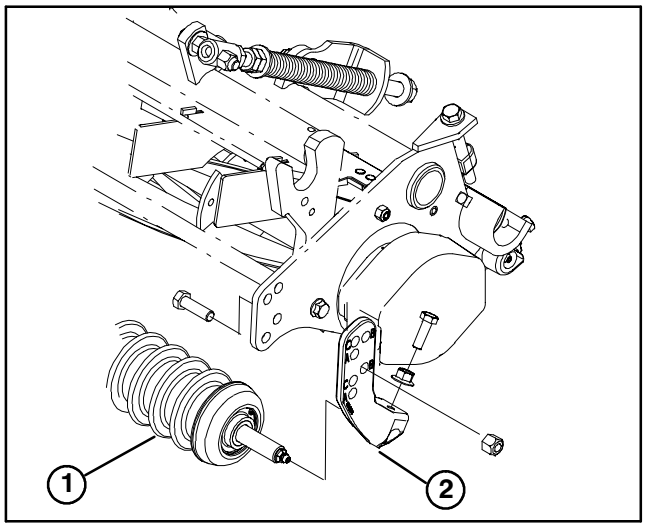

Figure 1
1. Remove (2) capscrews and nuts securing each front roller bracket to cutting unit side plates (Fig. 1).
2. Loosen nut and capscrews securing each end of roller to roller brackets (Fig. 1). Remove roller from brackets.